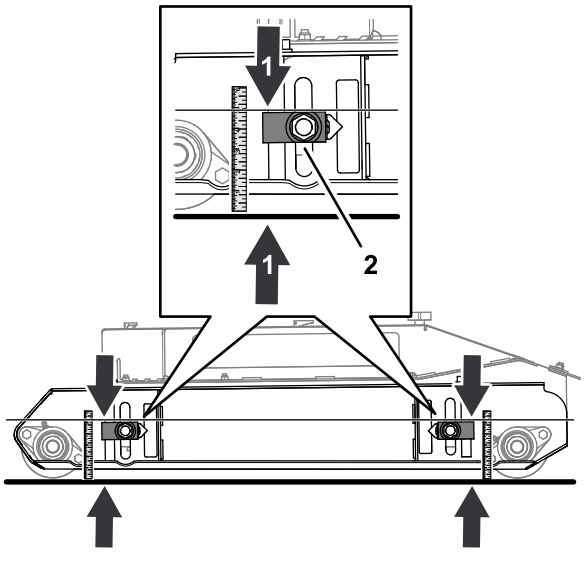

Figur 79
1. Lossa på muttern som fäster klipphöjdsjusteringsblocket (Figur 79).
2. Flytta klipphöjdsjusteraren uppåt eller nedåt tills du uppmäter 124 mm från justeringsblockets ovansida ned till marken (Figur 79).